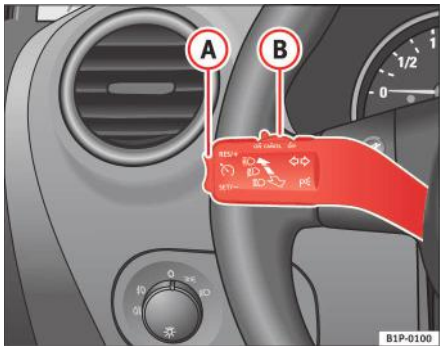

Fig. 128 Indicatorul şi maneta pentru faza lungă a farurilor: comutator şi comutator basculant pentru tempomat
– Pentru a creşte viteza, apăsați partea superioară **RES/+** a butonului basculant ⇒ fig. 128 (A). Automobilul va continua să accelereze cât timp continuați să apăsați comutatorul basculant. La eliberarea butonului, noua viteză este memorată.
Controlarea vitezei memorate este dezactivată dacă viteza este redusă prin apăsarea pedalei de frână. Tempomatul poate fi dezactivat apăsând o dată partea superioară a butonului basculant **RES/+** ⇒ fig. 128 (A).